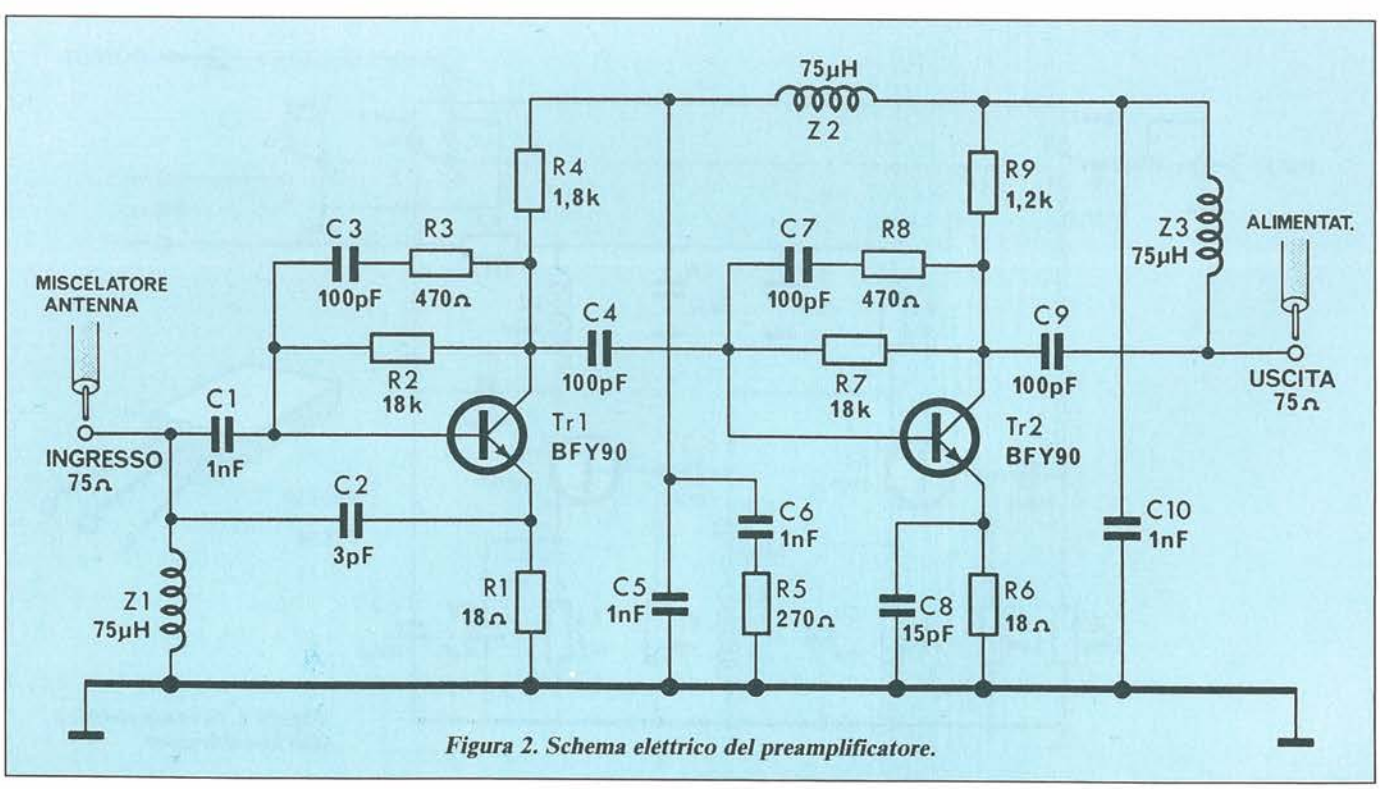

*Figura 2. Schema elettrico del preamplificatore.*
**Giussano (MI)**
*Come è descritto nello schema elettrico molto semplice e interessante di Figura 2.*